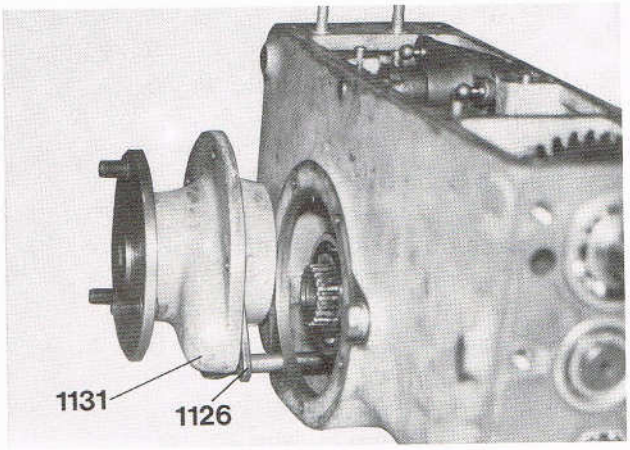

Abb. 9
1. 5 M8-Schrauben lösen, dann Achstrichter etwas über den inneren Bund herausziehen. Gesamten Achstrichter zur Seite verdrehen, wie Abb. 9 zeigt, damit der Zsb. Lagerbolzen aus der Nut der Zsb. Schaltgabel ausgefahren werden kann.